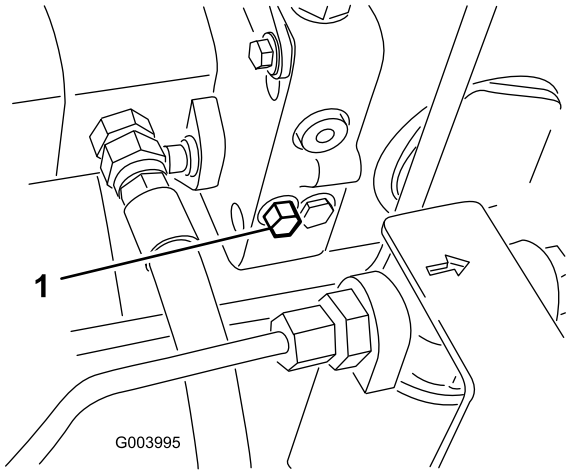

Figuur 41
1. Draai de bout van de omloopklep 1-1/2 slag om deze te openen en de olie inwendig om te laten leiden (Figuur 41).